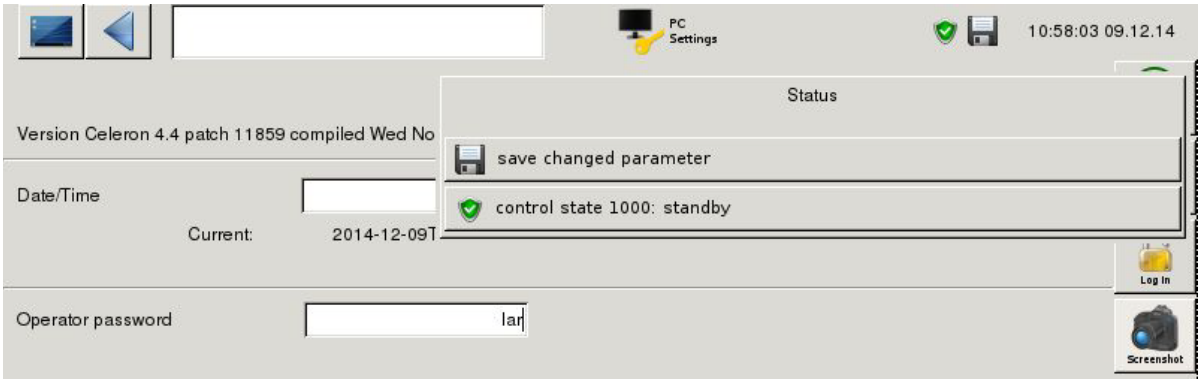

Fig. 41: Saving operation- part1 (example)
When logged in as user with level II rights, the log-book can be accessed via the status bar (Fig. 35:). Use the symbol “go to the log-book“ (no. 2 in Fig. 35:) and a selection window will pop up. In this window, touch the “control state“ (Fig. 41:, page 59). There are two screens in the log-book:
- a “floppy disk“ symbol appears in the status line (right upper position, next to date/time) (see Fig. 41:).
- select “save changed parameter“ (see Fig. 41:).